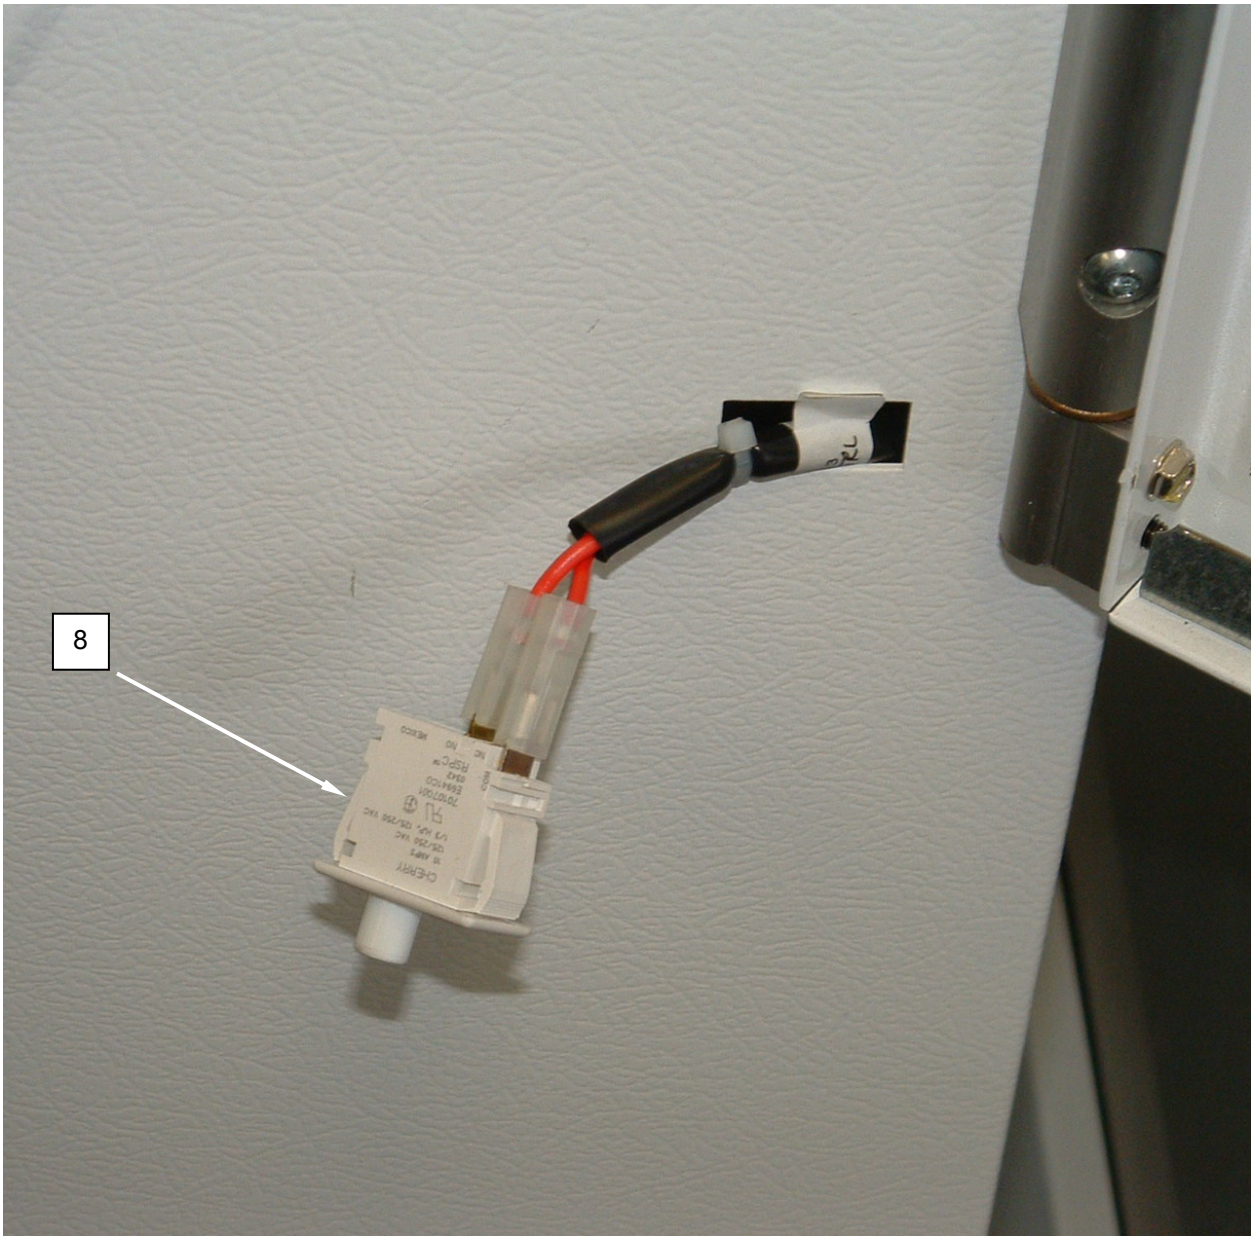

Figure 12. Replace the Dryer Door Switch.
3. Remove the switch **(Figure 12, Item 8)** by prying gently with a small screwdriver.
4. Tag and disconnect wiring from switch **(Figure 12, Item 8)**.
5. Connect wiring to replacement switch **(Figure 12, Item 8)** as tagged.
6. Install switch **(Figure 12, Item 8)**.